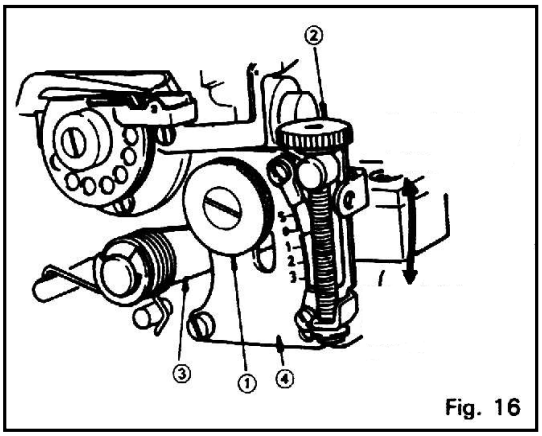

Fig. 16
- Ослабить контргайку **1** (см. рис. **Fig. 16**).